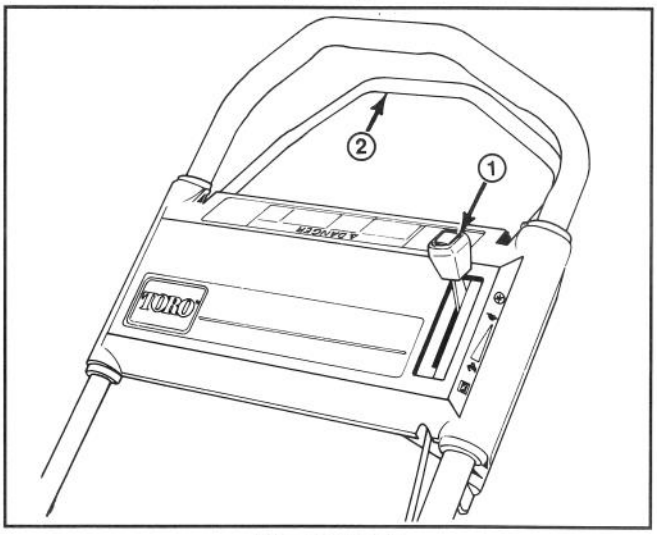
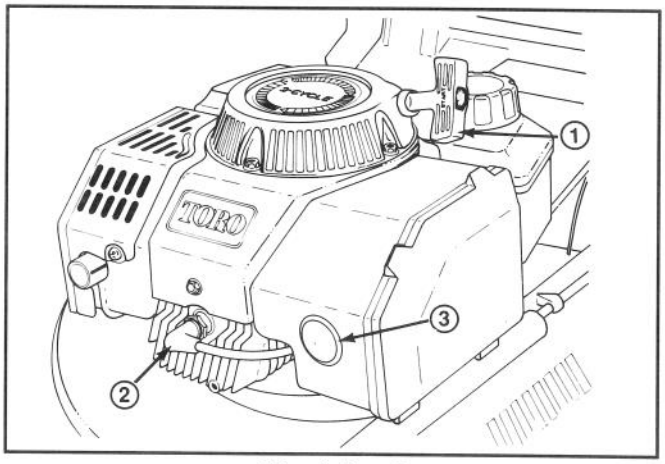
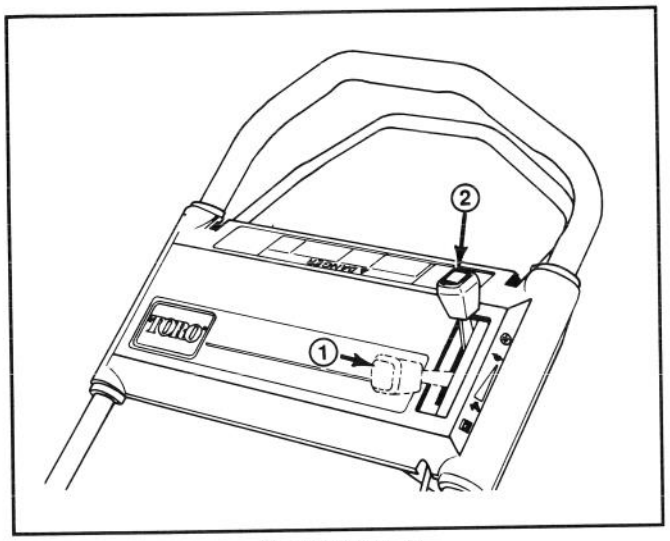

Afbeelding 7
Afbeelding 8
Afbeelding 9
BEDIENINGSSYSTEMEN—Gasklep en bedieningsstang voor de zelfaandrijving (zelfrijdende modellen) bevinden zich op bovenste hendel (Afb. 7). Het brandstofpompje bevindt zich vóór op motor en de repeteerstarter bevindt zich boven op de motor (Afb. 8).
1. STARTEN—Duw draad op bougie (Afb. 8). Zet de gasklep op CHOKE (Afb. 9).
NB: Indien de motor niet wil starten, de gasklep op ENGINE OFF zetten (Afb. 9) en drie seconden wachten. Herhaal vervolgens stap 1-3 tot de motor start.
4. STOPPEN—(Afb. 9) Om de motor uit te schakelen, de gasklep achteruit in de ENGINE OFF stand zetten. Trek de draad uit de bougie wanneer de maaier onbewaakt wordt achtergelaten of niet wordt gebruikt.
1. Zet de motor af en trek de draad van de bougie. (Afb. 8).